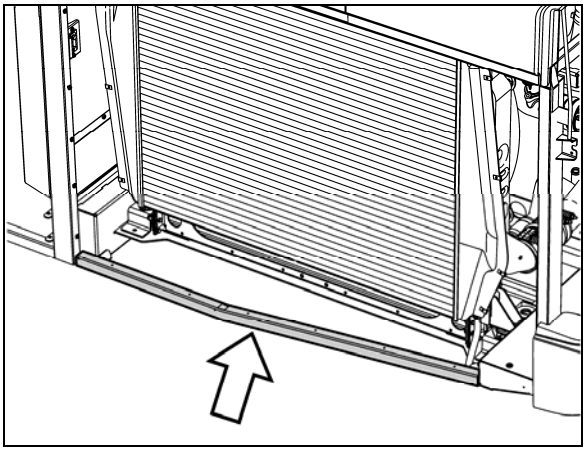

FIGURE 26 : PROTECTEUR DU TUBE DE L'ENSEMBLE RADIATEUR INFÉRIEUR
13. Démonter le protecteur du tube de de la section inférieure de l'ensemble radiateur (Figure 26).